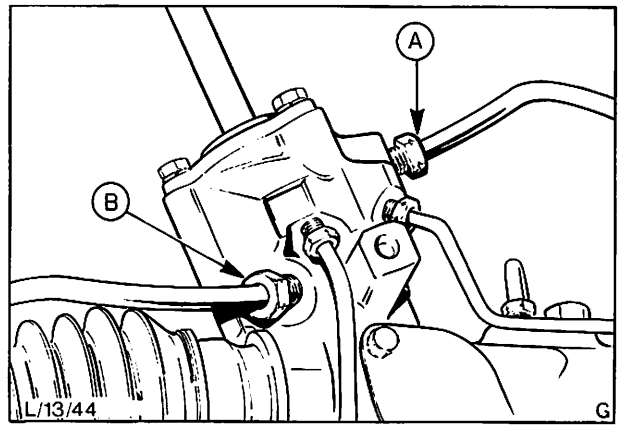

Abb. 23 Anordnung der Leitungen
17. Blindstopfen entfernen und Druckleitung sowie Rücklaufleitung anschließen, Abb. 23.